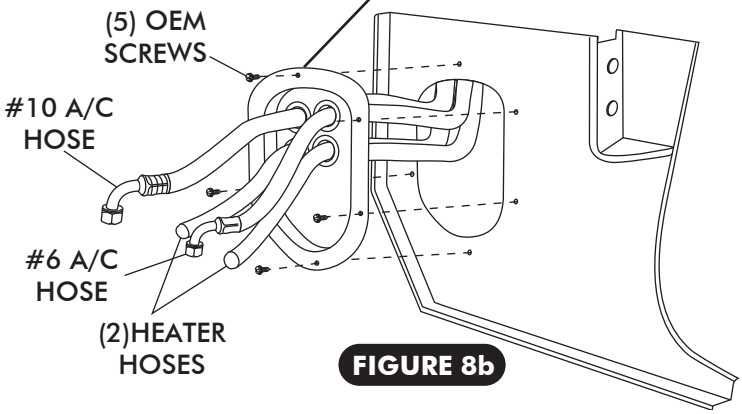

FIGURE 8b
- ☐ SECURE KICK PANEL FRESH AIR CAP USING OEM SCREWS, AS SHOWN IN FIGURE 8b BELOW.